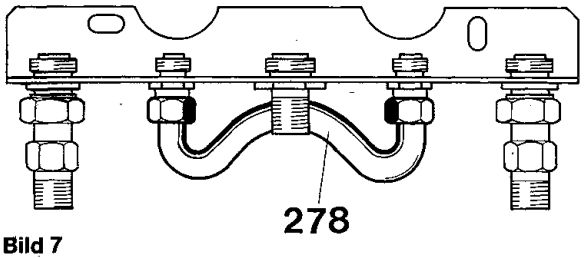

Bild 7
Werden die Geräte CL-100 S... ohne Warmwasserspeicher betrieben, muß eine Kurzschlußverbindung (278) zwischen Vor- und Rücklauf eingebaut werden (s. Bild 7).